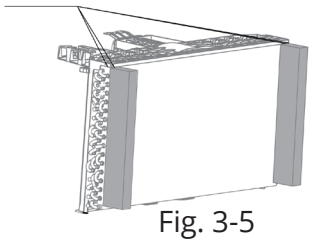

Fig. 3-5
- If using an old rear grille, remove the sponge from the rear grille, then attach Sponge B to the unit's rear panel. (See Fig. 3-5.)
- If using a new rear grille, do not attach a sponge to the rear grille: attach Sponge B to the 's rear panel. (See Fig. 3-5.)